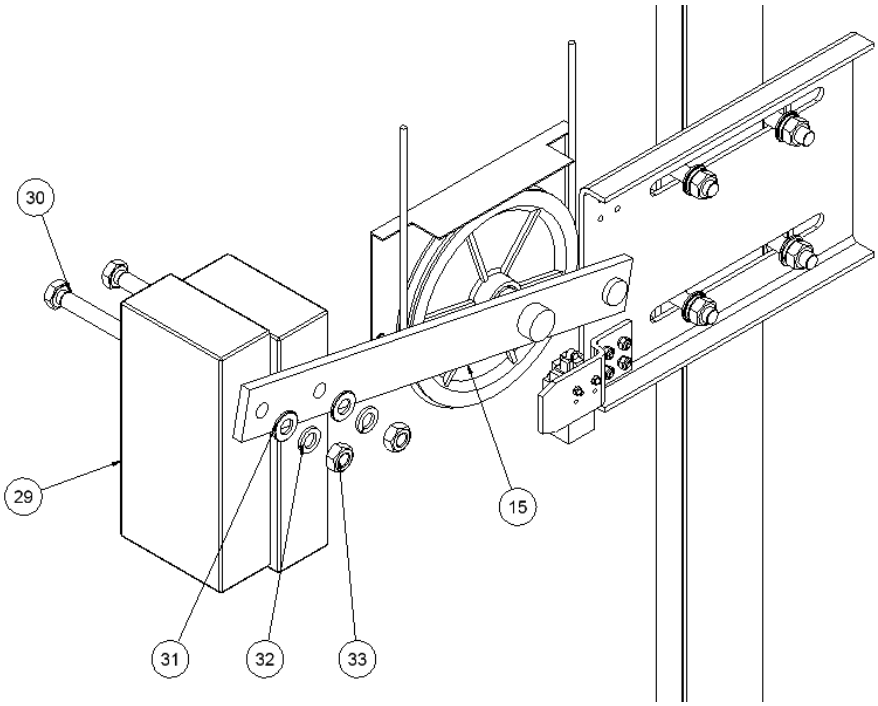

Figura. 7
8. MONTAJE DE LAS PESAS EN LA POLEA TENSORA: Para terminar, se montarán las pesas **(29)** en la posición que refleja la figura 7. Para ello se utilizarán dos tornillos DIN 931 M14x80 **(30)** y para su fijación se usarán dos arandelas Grower DIN 127 M14 **(32)**, dos arandelas planas DIN 125 M14 **(31)** y dos tuercas DIN 934 M14 **(33).**